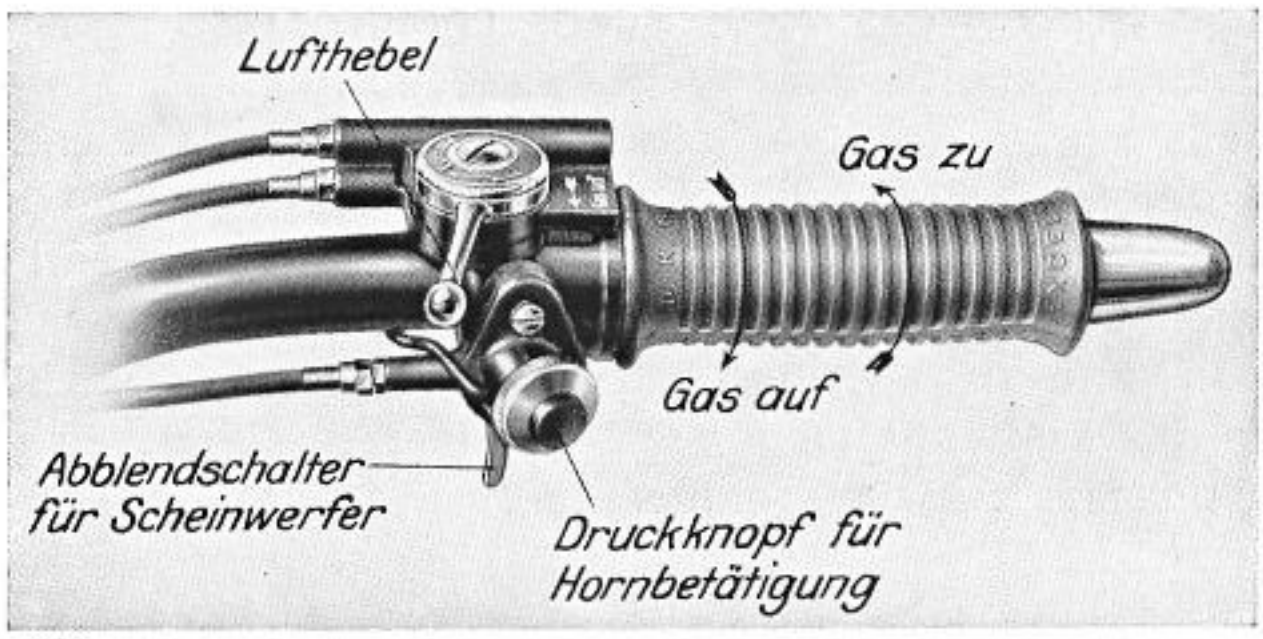

Abb. 34 Drehgriff für Sportmaschine
b) Drehgriff der Sportmaschine: Die Bedienung ist hier die gleiche wie unter a), nur kommt hier noch der Lufthebel dazu (Abb. 34). Beim Leerlauf bleibt der Drehgriff geschlossen. Der Lufthebel wirkt durch Bowdenkabel auf den Luftschieber des Vergasers und kann beim Anlassen des Motors fast ganz geschlossen sein, muß aber unmittelbar nach dem Anlauf etwa halb geöffnet werden, weil der Motor sonst zu fettes Gemisch erhält.